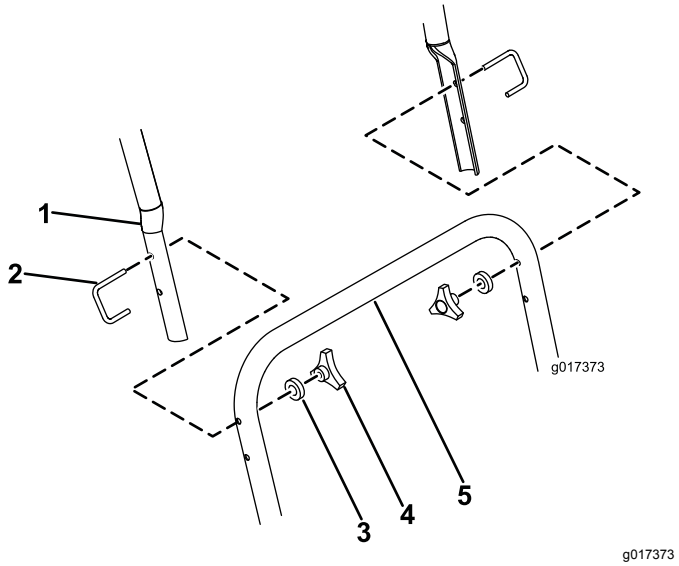

Rysunek 4
5. Połącz górny uchwyt z dolnym, mocując każdą ze stron za pomocą śruby w kształcie U, podkładki M6 i pokrętła (Rysunek 4).